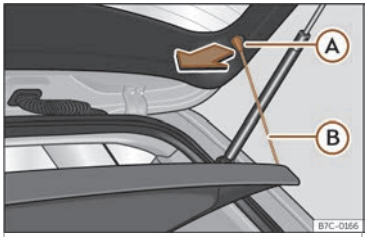

Fig. 106 No maleteiro:desmontar e montar a bandexa.
- Desenganche os tirantes de suxeición ››› **fig. 106** Ⓑ dos aloxamentos Ⓐ.
- Enganche os tirantes de suxeición ››› **fig. 106** Ⓑ no portón traseiro.